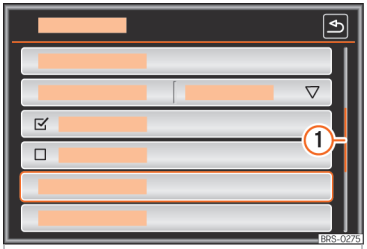

Fig. 205 Possible entries on a setup menu list.
If more entries than the amount that can be displayed on the screen can be selected from a list, a movable bar will be displayed right of the image ››› Fig. 205 ①.